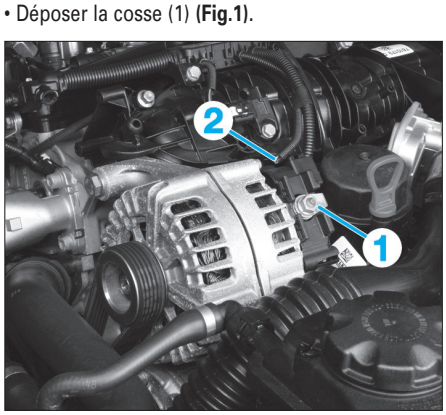

Fig. 1
• Déposer la cosse (1) **(Fig.1)**.